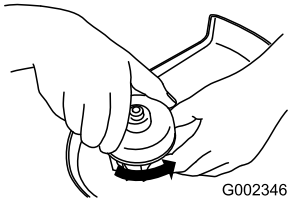

Figur 12
1. Skruva av kåpan moturs (Figur 12).